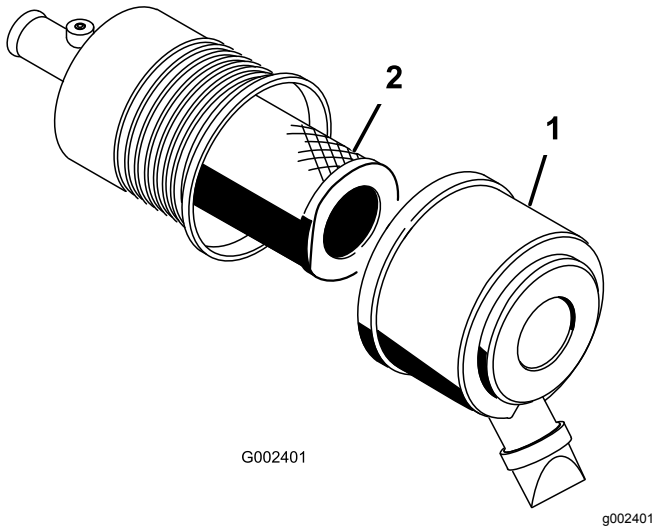

Figura 33
1. Rilasciate i dispositivi di fermo del filtro dell'aria e togliete il coperchio dal corpo del filtro (Figura 33).
3. Estraete con cautela il filtro dal corpo del filtro dell'aria (Figura 33).
5. Montate con cautela il filtro sul tubo del corpo (Figura 33).
6. Montate il coperchio del filtro dell'aria con il lato rivolto in alto, quindi fissate i dispositivi di fermo (Figura 33).